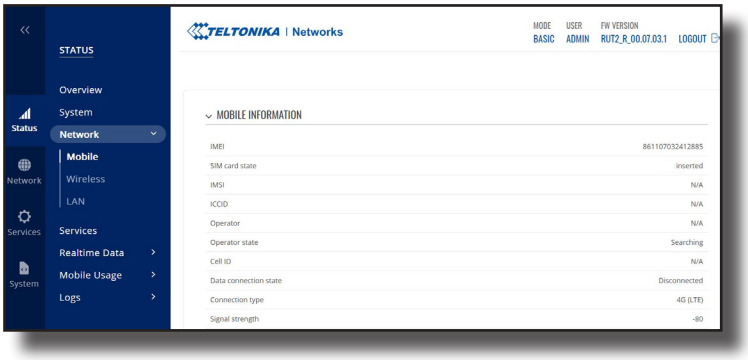

Figure 59: Check the SIM card state.
2.- Go to **Status → Network → Mobile** and check the field ***'SIM card state'***, which should be set to **Inserted,** Figure 59.